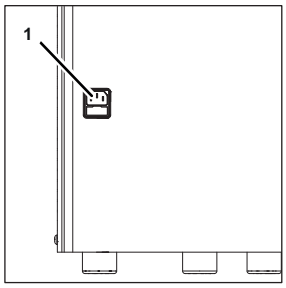

Fig. 16
c) Measure the voltage at the unit mains connection (Fig. 16/1) using a multimeter. Make sure the voltage drops to a value of 0 V in the process.